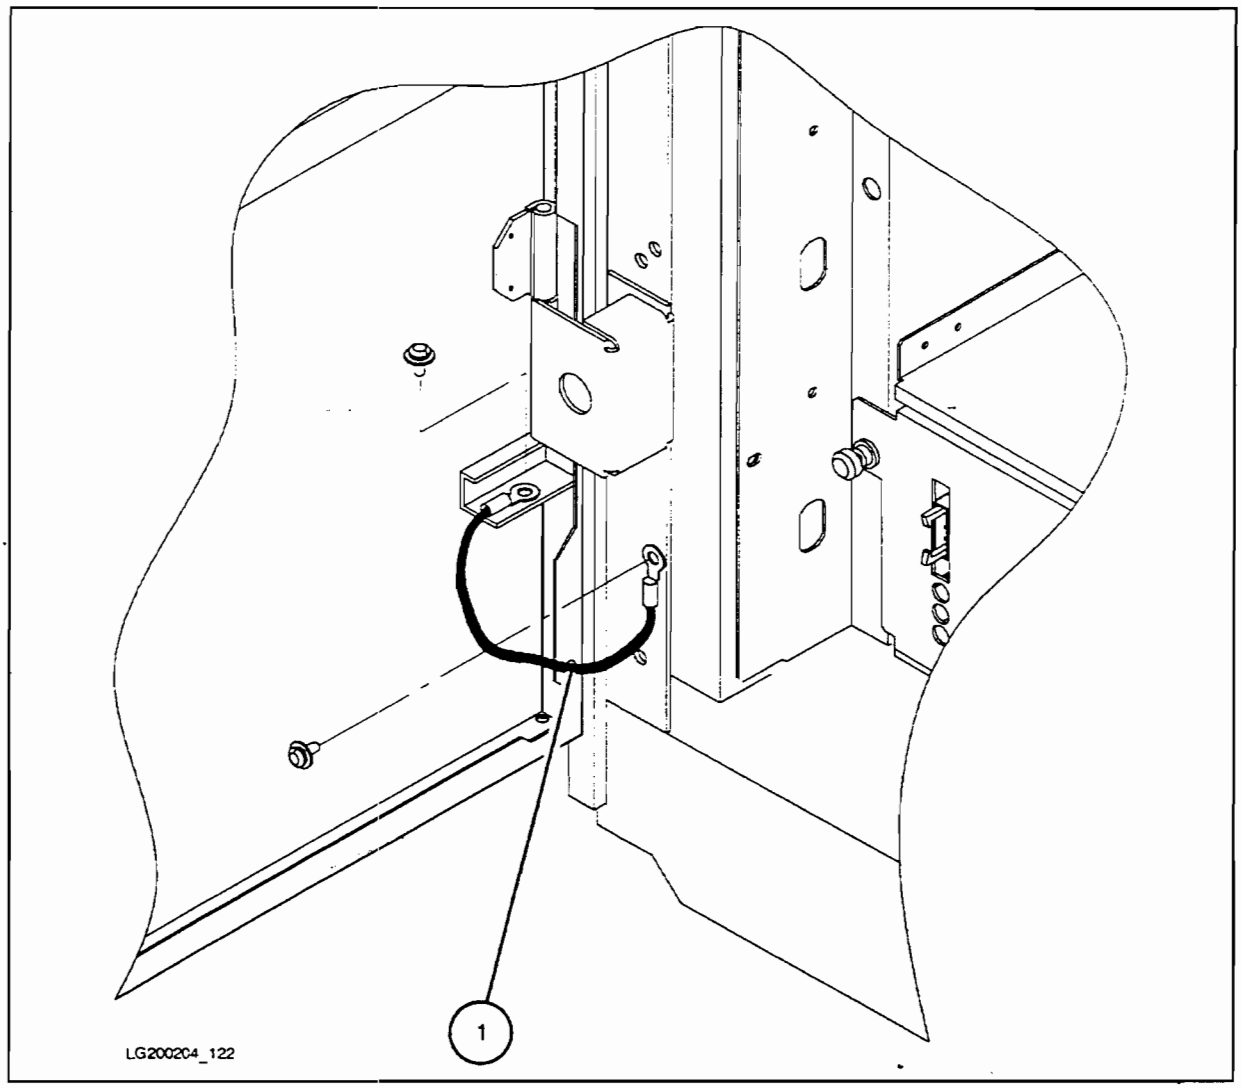

Figure 9-11. Ground Wire (Cabinet Rear)
4. Remove the ground wire (item 1 in Figure 9-11) that is connected to the side panel.